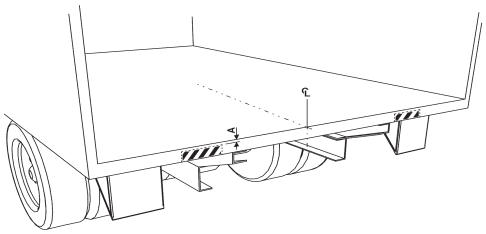

*Figura 20. Mida y marque el punto central en el travesaño trasero del vehículo*
1. Mida y marque el punto central en el travesaño trasero del vehículo. Véase Figura 20.